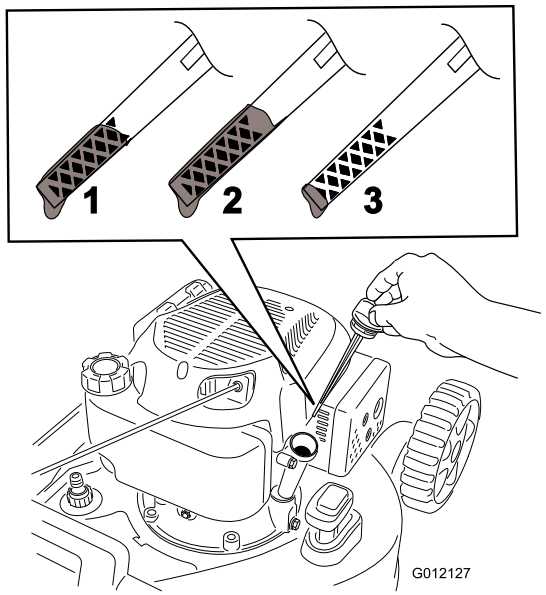

Figur 5
2. Ta bort oljestickan (Figur 5).
3. Fyll **långsamt** på olja i påfyllningshålet, vänta några minuter och kontrollera oljenivån med oljestickan genom att torka rent oljestickan och sedan sticka in, **men inte skruva fast,** den i hålet (Figur 5).
Obs: Fyll på olja i vevhuset tills oljestickan visar rätt oljenivå enligt Figur 5. Om du fyller på för mycket